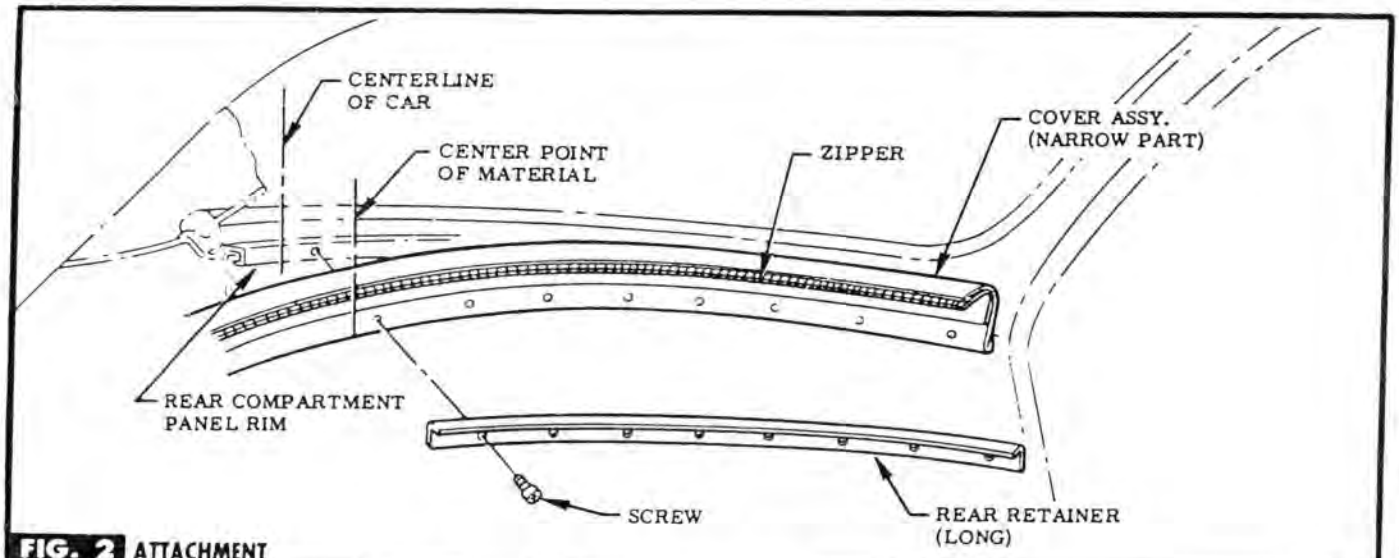

FIG. 2 ATTACHMENT
STEP 7 KEEPING FINISHED SIDE OF MATERIAL UP, INSTALL SCREWS & RETAINER LOOSELY, STARTING WITH HOLE NEAREST TO CENTERLINE & WORKING OUTBOARD. REPEAT ON OPPOSITE SIDE. SEE FIG. 2.